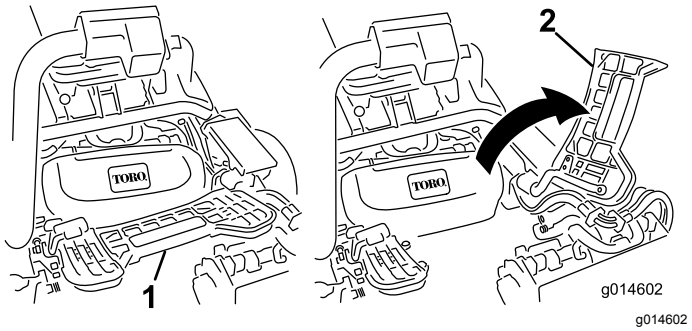

Figur 51
2. Lyft upp fotstödet och fäll upp det så att du kommer åt mittklippenheten (Figur 51).